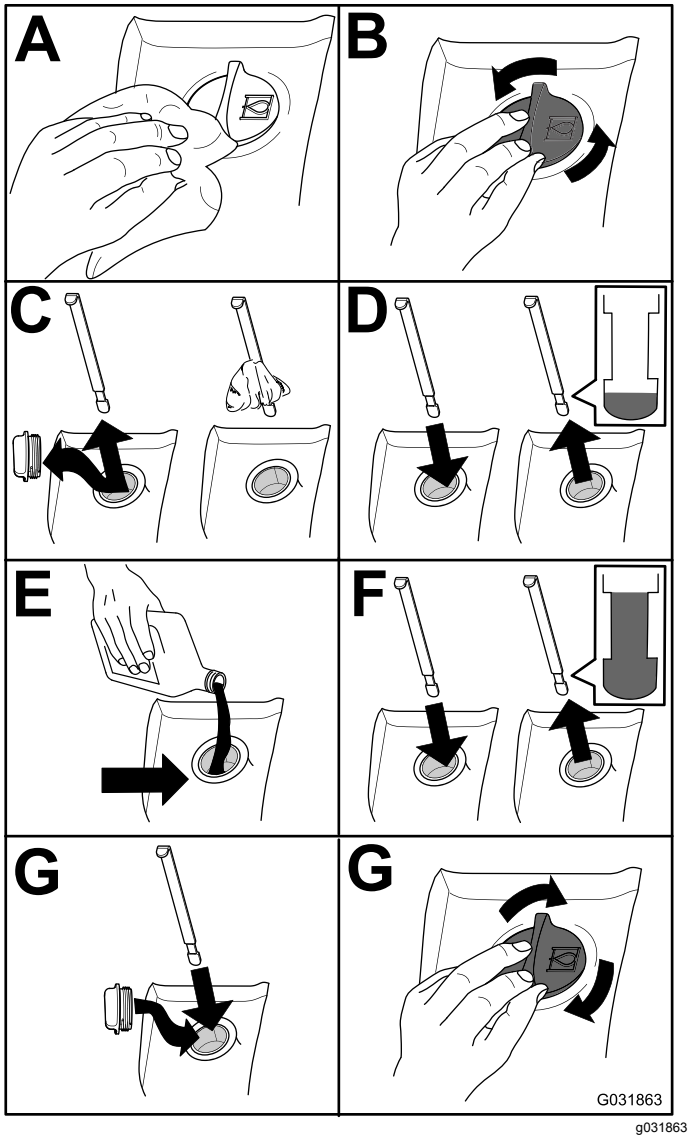

Figuur 101
2. Controleer het peil van de hydraulische vloeistof (Figuur 101).